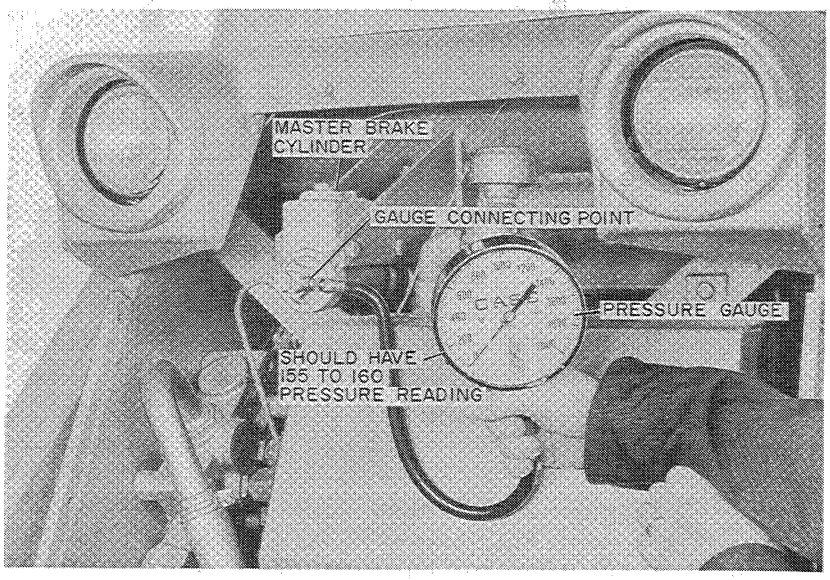

Figure W-8
2. Then install a 2000 PSI Pressure Gauge, Figure W-8.